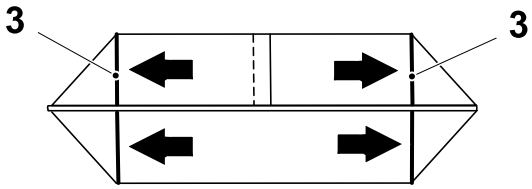
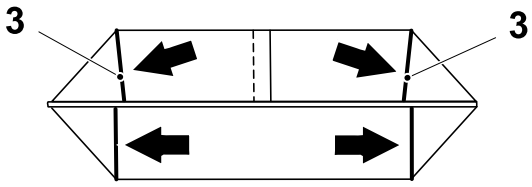
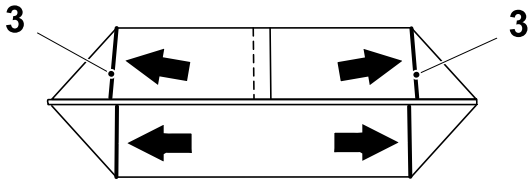

fig.1
fig.2
fig.3
- the creases are opposite one another (fig.1) either parallel (fig.2) or at an angle (fig.3).
Note! Figures 2, 3 and 4 show a misalignment due to the LS overlap. The crease positions in figures 2 and 3 are considered acceptable, but may compromise cap application (if any).